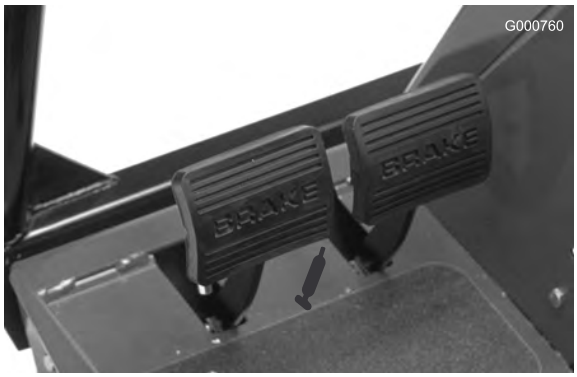

Bild 37
- Bremspedalwelle (1) (Bild 37)